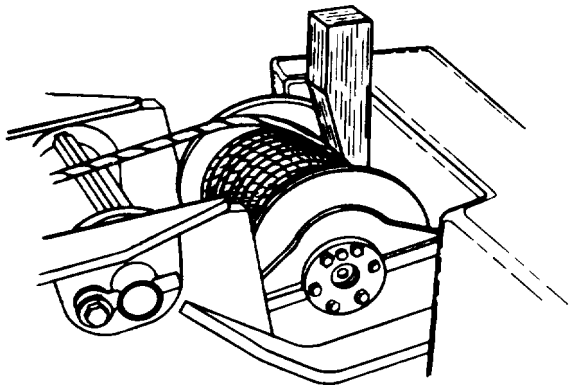

Figure 5-6 Wedge *Block in Winch Drum*
3. Insert wedge block between winch cable and winch brace at counterweight (Figure 5-6).